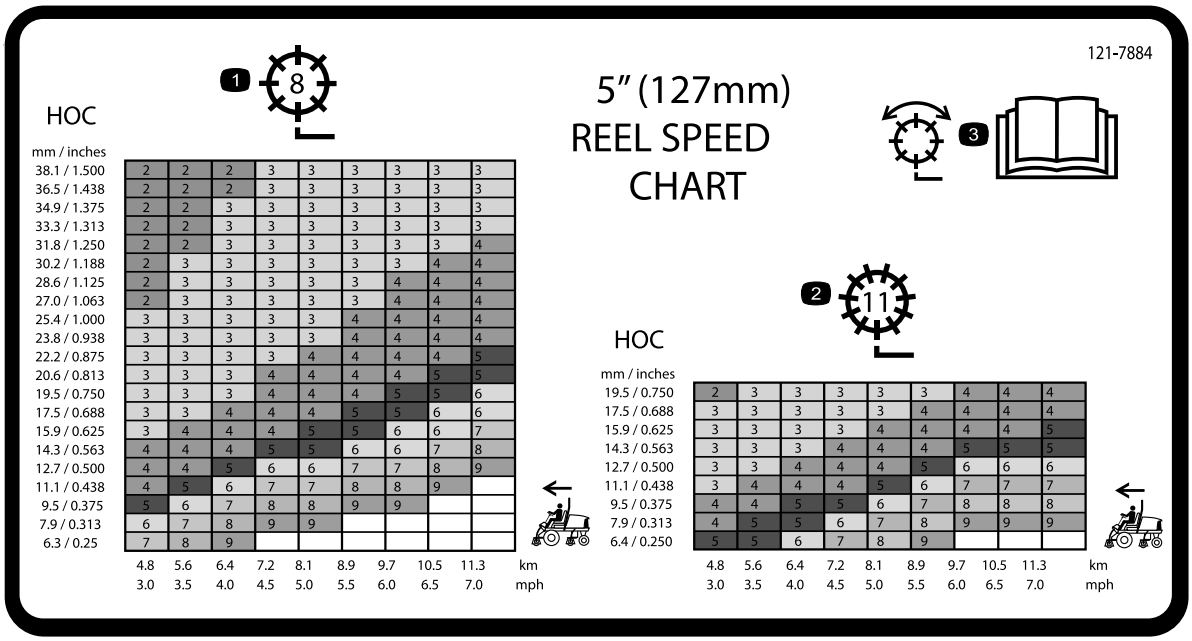
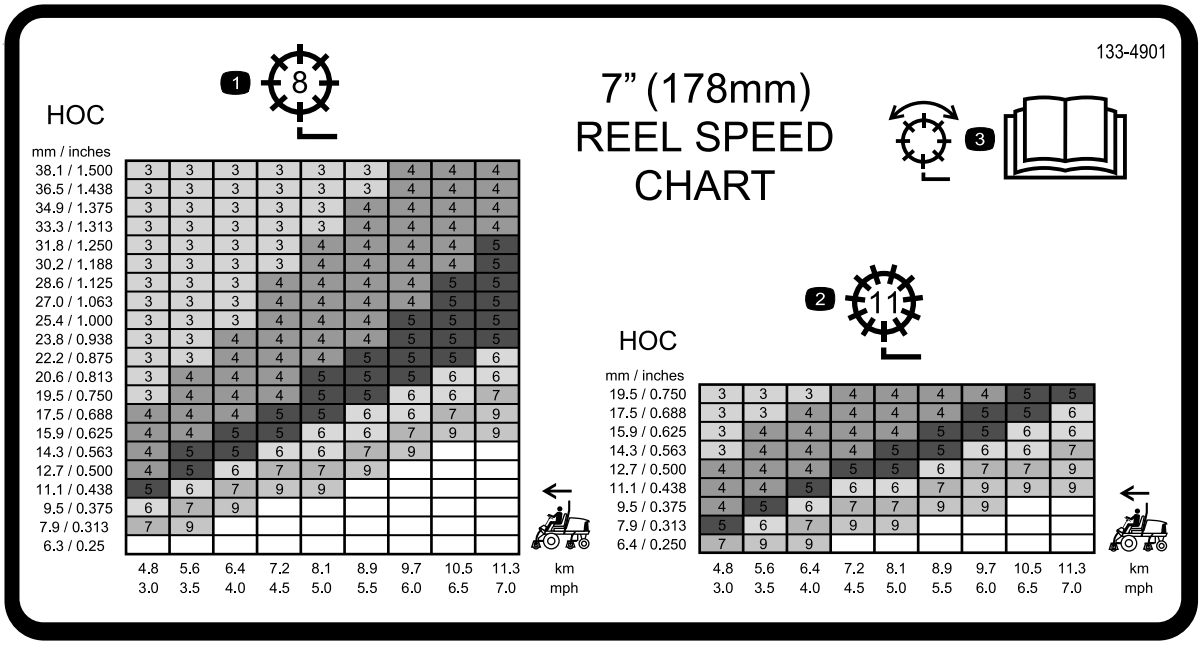

Figur 31
Figur 32
3. Brug oversigten over knivcylindernes hastighed på mærkaterne (Figur 31 og Figur 32) for at finde den rigtige knivcylinderindstilling.